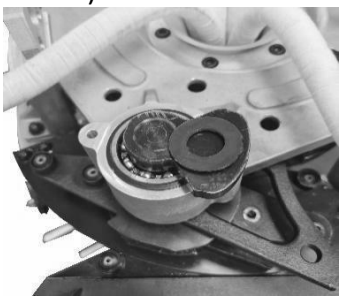

Рис. 16. Кольцо ограничения поворота
(2) Снимите красный стопор со стопорного звена на избирателе. Не поворачивайте звено и приводной штифт.(Рис. 16).
Не поворачивайте соединение и приводной штифт (Рисунок 16).